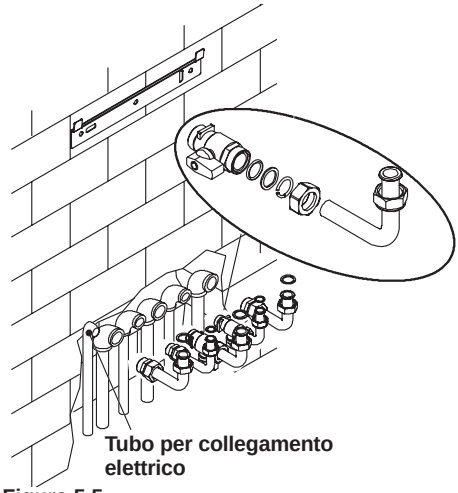

Figura 5.5
- Avvitare i rubinetti e i raccordi rapidi sull'impianto idraulico (Figura 5.5).